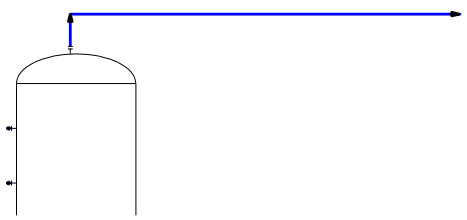

Figure 2-59 Line drawn from the top of the vessel
7. Move the cursor horizontally toward right and create a line, as shown in Figure 2-59. Assign the tag **12”-CS150-P-1006T** to the line.